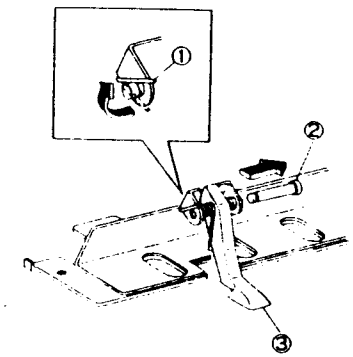

Рис. 6 NZM-0133
6. (Рис. 6): Снимите пальцы отделения от прижимного вала.
①. Отверните кончик пружины.
②. Потяните вал.
③. Снимите палец.